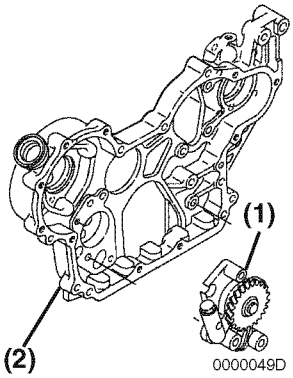

Figure 9-30
3. Reinstall the oil pump assembly **(Figure 9-30, (1))** into the gear case housing **(Figure 9-30, 2)**. Tighten the bolts to specified torque.